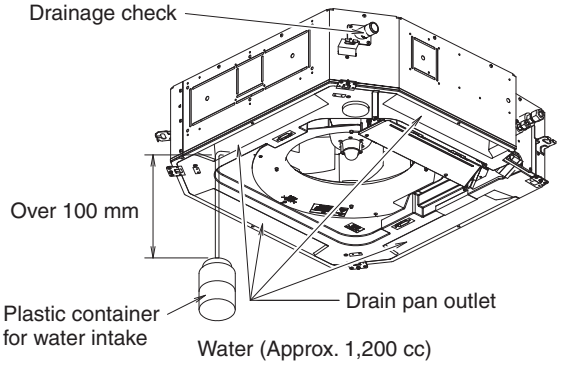

Fig. 2-40
(1) Connect power to the power terminal board (R, S terminals) inside the electrical component box.
(2) Slowly pour about 1,200 cc of water into the drain pan to check drainage. (Fig. 2-40)
(3) Short the check pin (CHK) on the indoor control board and operate the drain pump. Check the water flow through the transparent drain pipe and see if there is any leakage.
(4) When the check of drainage is complete, open the check pin (CHK) and remount the tube cover.
(5) Checkpoint after installation